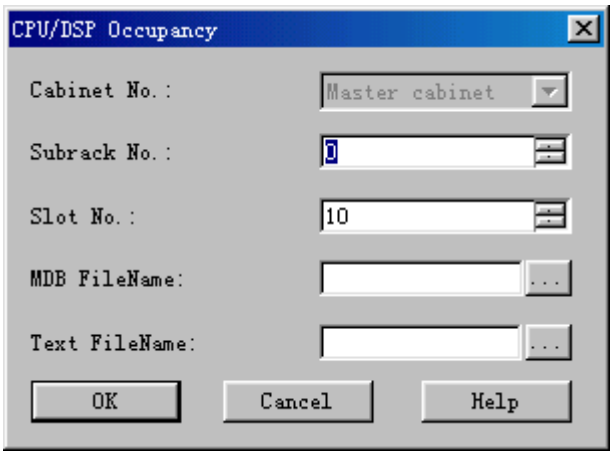

Figure 9-1 CPU/DSP Occupancy dialog box
3) The system displays the **CPU/DSP Occupancy** dialog box, as shown in Figure 9-1.